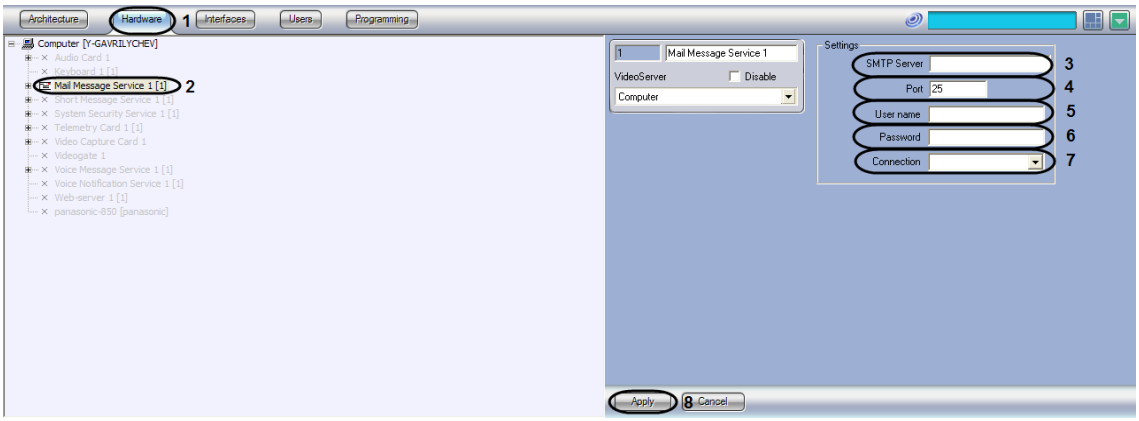

Figure 8.10-6. Creating and setting up the Mail Message Service object
1. Go to the Hardware tab of the System Settings window (Figure 8.10-6).